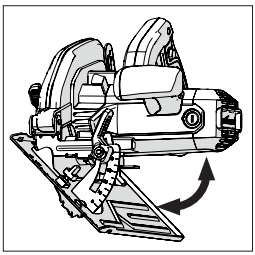

Fig. 14
- Înclinați discul la unghiul dorit, după cum este indicat pe cadranul echerului. **(Fig. 14)**
(14) RECOMANDĂRI DE OPERARE